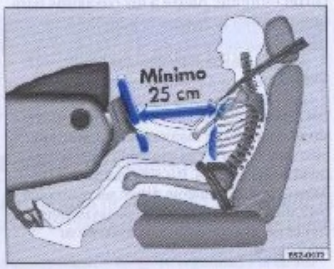

Fig. 1 *La distancia entre el conductor y el volante debe ser de, COMO MÍNIMO, 25 cm*
– Regule el asiento en el sentido longitudinal, de manera que la distancia entre el volante y el tórax sea de, como mínimo, 25 cm ⇒ fig. 1, permitiendo que los pedales del acelerador, del freno y del embrague sean pisados hasta el fondo, con las piernas ligeramente flexionadas ⇒ ⚠.
– Ponga el respaldo del asiento en una posición tal que la espalda quede totalmente apoyada al respaldo, respetando la distancia mínima conforme ⇒ fig. 1.
- **Ajuste el asiento del conductor para asegurarse una distancia mínima de 25 cm entre el tórax y el centro del volante ⇒ página 8, fig. 1. Si esta distancia fuera inferior a 25 cm, el sistema de airbag no podrá protegerlo convenientemente.**